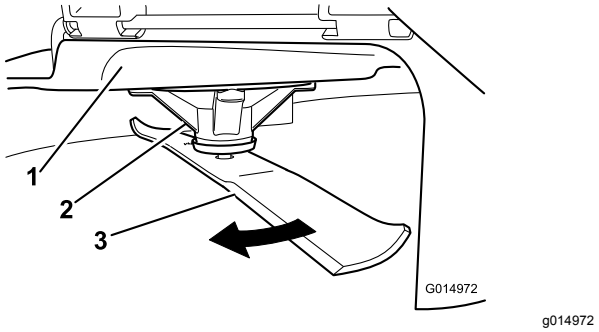

Figure 73
2. Enfilez des gants épais ou utilisez une autre protection adéquate pour les mains, et faites tourner la lame lentement jusqu'à une position permettant de mesurer la distance entre le tranchant et la surface plane sur laquelle se trouve la machine (Figure 73).